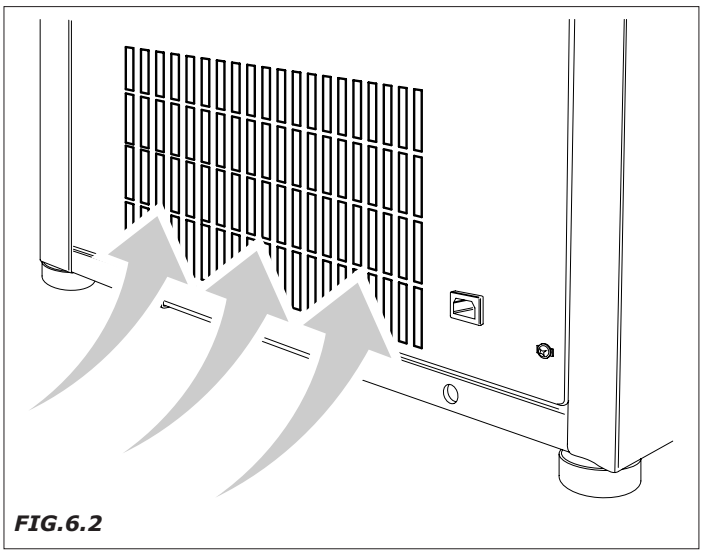

FIG.6.2
- Asegurarse de que las rejillas de ventilación del radiador se vean libres en todo momento de polvo o similares para garantizar una ventilación perfecta del grupo refrigerante (*Fig 6.2).*